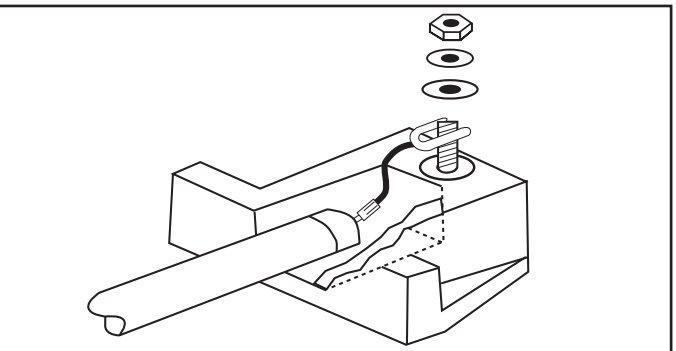
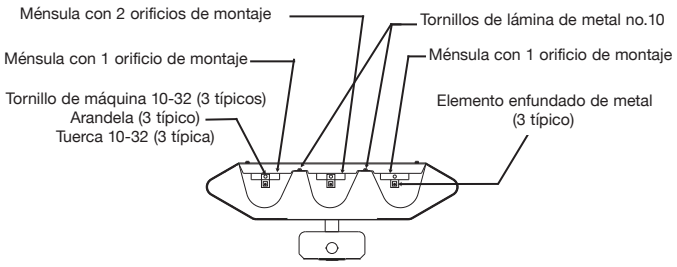

Figura 8
Figura 9
1. Eliminar la cubierta del terminal en cada artefacto para obtener acceso a los bloques terminales. Aflojar la tuerca hexagonal no. 10 e instalar el elemento según se indica en la Figura 8.
1. Extraer la cubierta del terminal en cada extremo del artefacto para obtener acceso a los bloques terminales. Aflojar la tuerca hexagonal no.10, a continuación fijar un extremo del elemento según se indica en la Figura 8. Con un extremo del elemento fijado al terminal, deslizar elaislador sobre el elemento de la funda de metal y fijar el extremo opuesto del elemento.Complear el ensamblado según se indica en la Figura 9 usando el soporte con un orificio de montaje (descartar los soportes con 2 orificio de montaje).